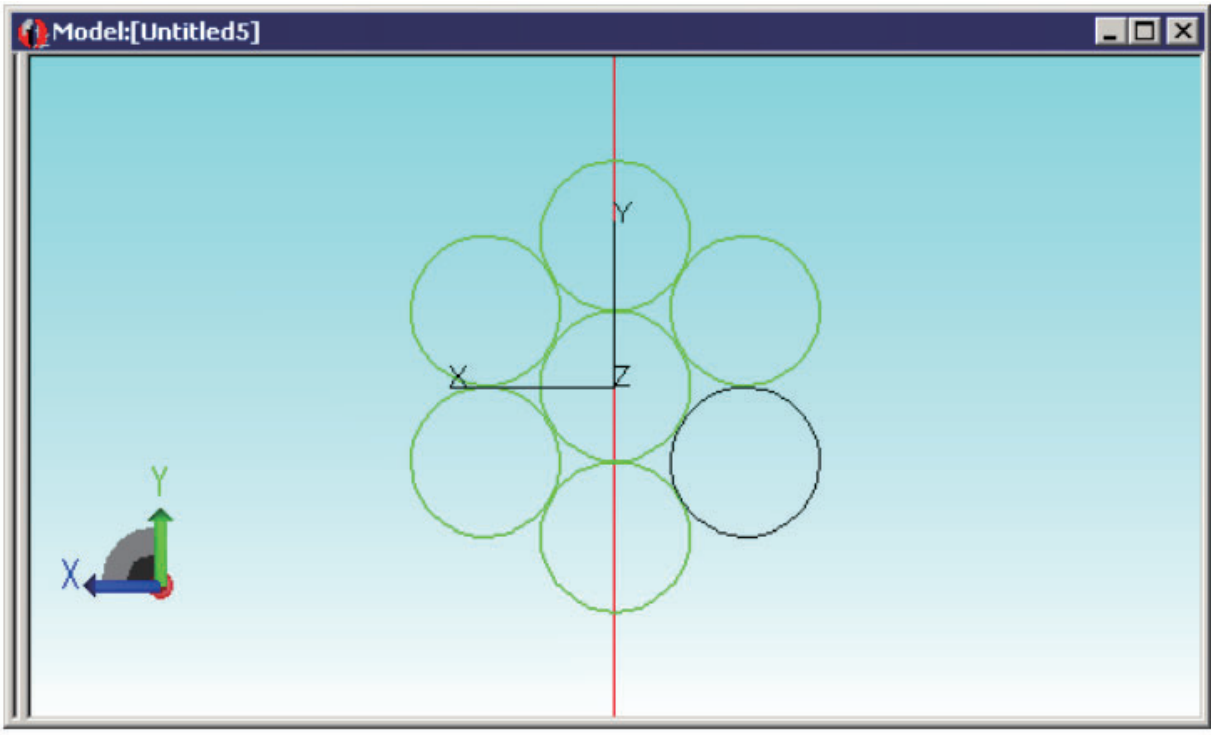

FIGURE 9.45 - Rotation Lens Array
19. 結果として得られるレンズ配列を図 9.45 に示します。